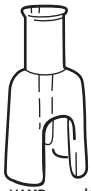

図8 VAMPニードルレスカニューレ
(2)採血するには、VAMPニードルレスカニューレおよびシリンジを使用します（図8および9）。
(4)清潔操作でカニューレを持ちます（図8）。